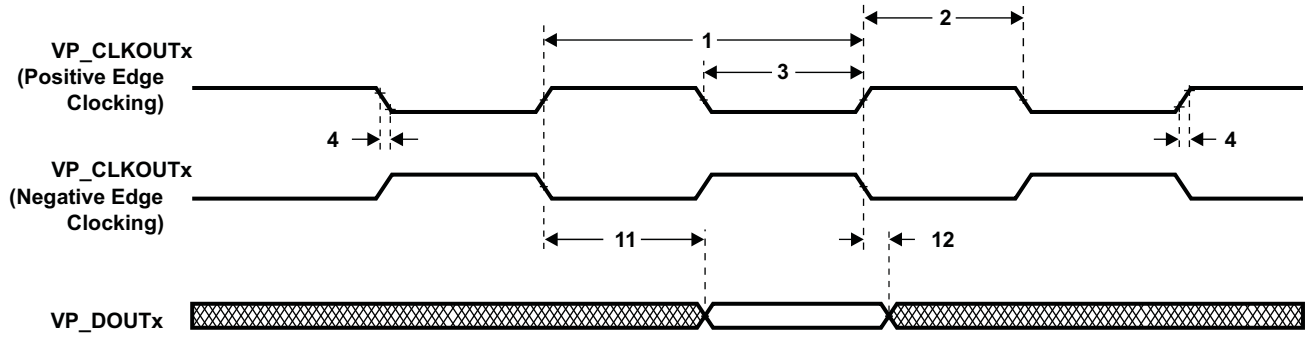

Figure 5-77. VPIF Channels 2/3 Video Display Data Output Timing With Respect to VP_CLKOUT2/3
Table 5-123. Switching Characteristics Over Recommended Operating Conditions for Video Data Shown With Respect to VP_CLKOUT2/3 (1) (see Figure 5-77)